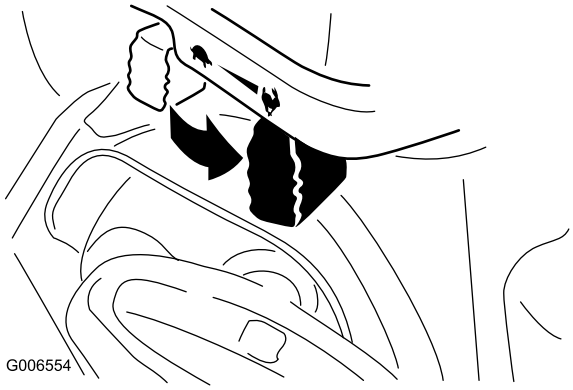

Rysunek 24
6. Ustaw przepustnicę w pozycji Szybko (Rysunek 24).